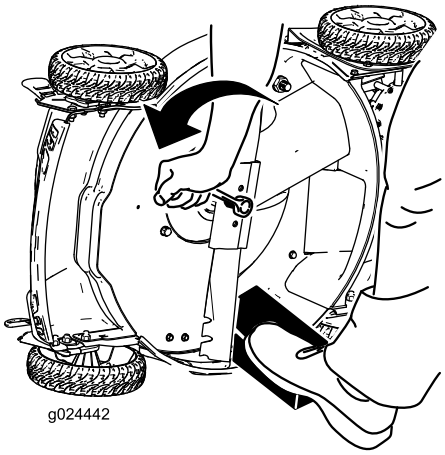

Figur 31
3. Håll kniven stilla med hjälp av en träkloss (Figur 31).
4. Ta bort kniven och spara alla monteringsdelar (Figur 31).